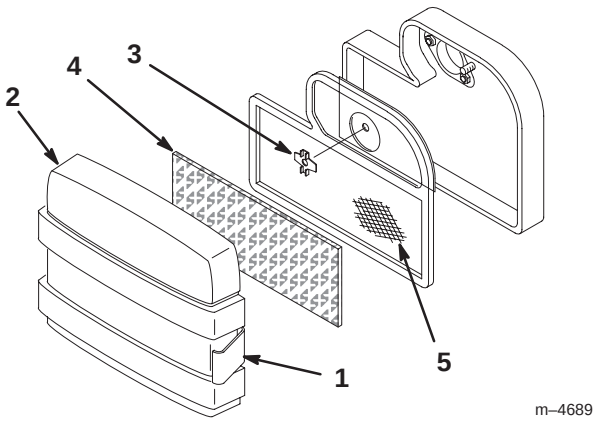

Figure 34
3. Clean around the air cleaner to prevent dirt from getting into the engine and causing damage. Pull out the retaining locks and remove the air cleaner cover (Fig. 34).
4. Unscrew the nut and remove the air cleaner assembly (Fig. 34).
5. **Carefully** pull the foam element off the paper element (Fig. 34).
1. Carefully slide the foam element onto the paper air cleaner element (Fig. 34).
2. Place the air cleaner assembly onto the air cleaner base and secure it with the nut (Fig. 34).
3. Install the air cleaner cover and secure the retaining locks (Fig. 34).